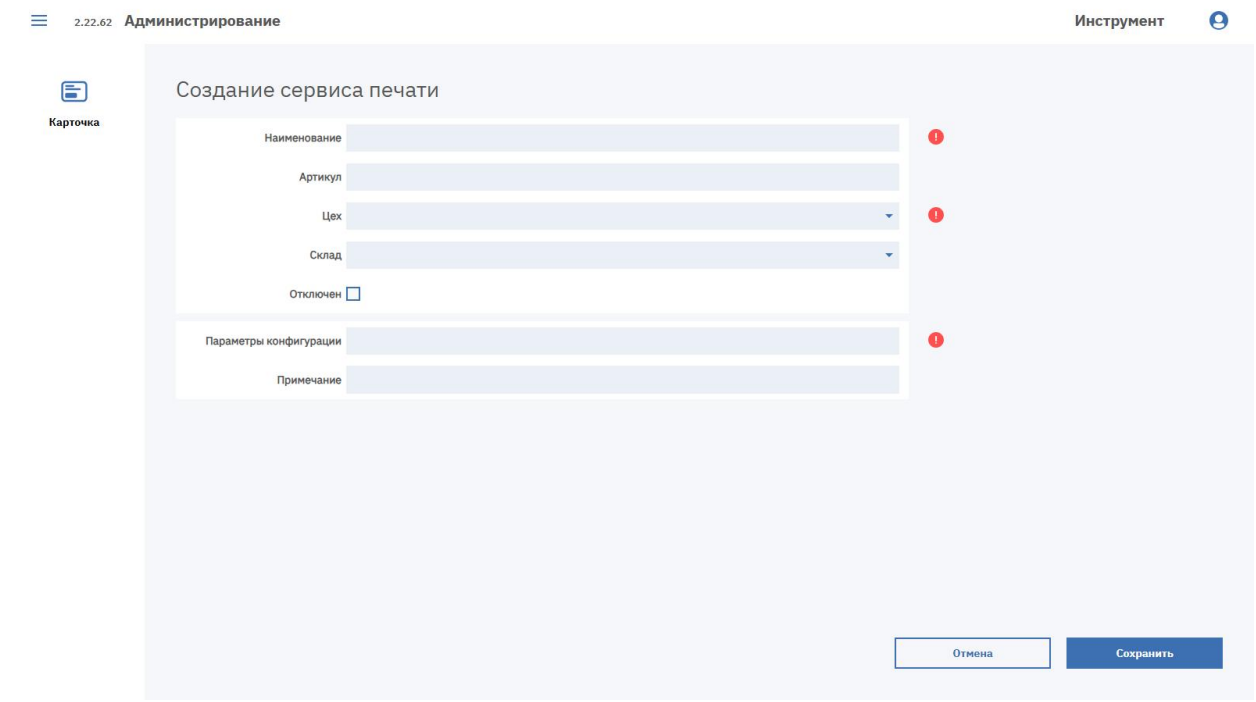

Рисунок 38. Форма «Создание сервиса печати»
1. Нажмите кнопку «Добавить сервис печати». В новой вкладке откроется форма «Создание сервиса печати» (см. Рисунок 38).